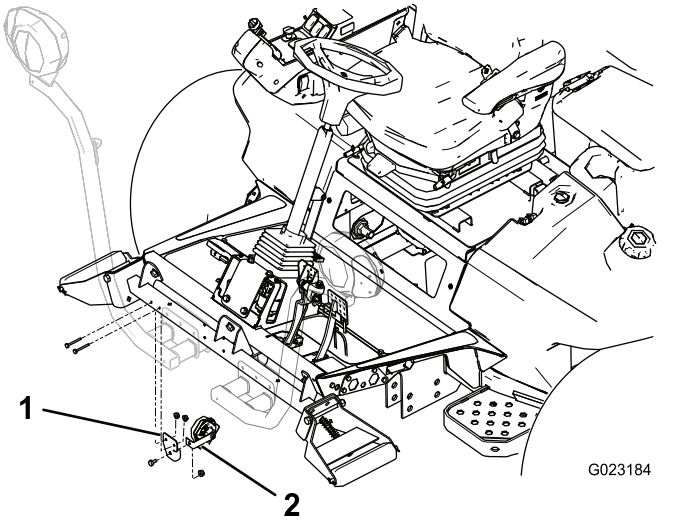

Figur 10
1. Fastgør hornstroppen til hornbeslaget med en bolt (3/8 x 5/8 tomme) og en flangemøtrik (3/8 tomme) som vist i Figur 10.
2. Monter hornbeslaget på bagsiden af rullens støtterør med 2 bolte (¼ x 2 tommer) og møtrikker (¼ tomme). Drej hornet, så det vender nedad (Figur 10).